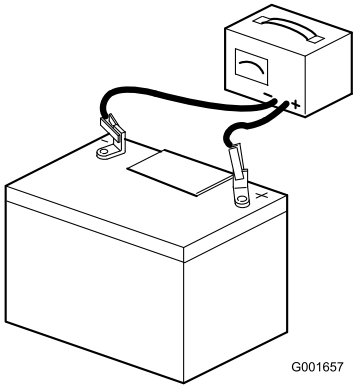

Figur 7
7. Koble en batterilader på 3–4 A til batteripolene (Figur 7). Lad batteriet med 3 til 4 A i 4 til 8 timer.